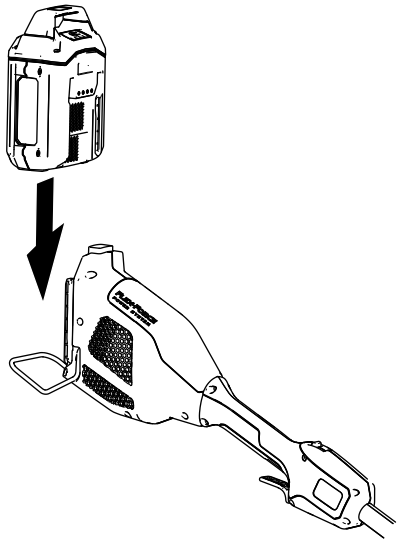

Figura 7
2. Alinee el hueco de la batería con la lengüeta del alojamiento de la empuñadura (Figura 7).